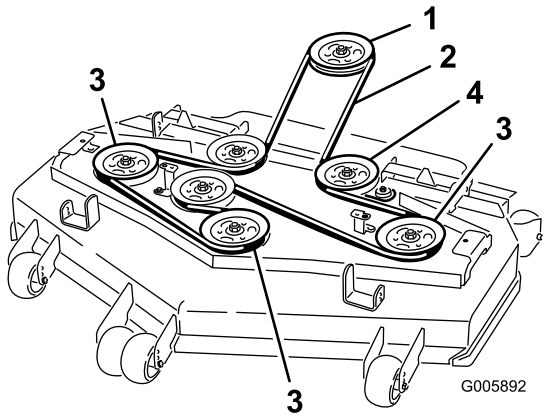

Figuur 58
6. Leg de nieuwe riem rond de poelies (Figuur 58).